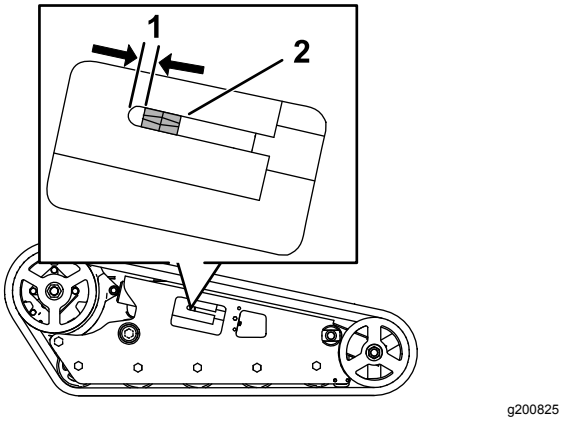

Rysunek 57
Nakrętka napinająca powinna znajdować się 1,3 cm od końca prowadnicy rury napinającej (Rysunek 57). Jeżeli tak nie jest, należy skorygować napięcie gąsienicy w następujący sposób:
5. Używając klucza grzechotkowego z zabierakiem 1/2 cala obracaj śrubę napinającą w lewo, aż odległość między nakrętką napinającą a tylną krawędzią rury napinacza wyniesie 1,3 mm, jak pokazano na Rysunek 57.